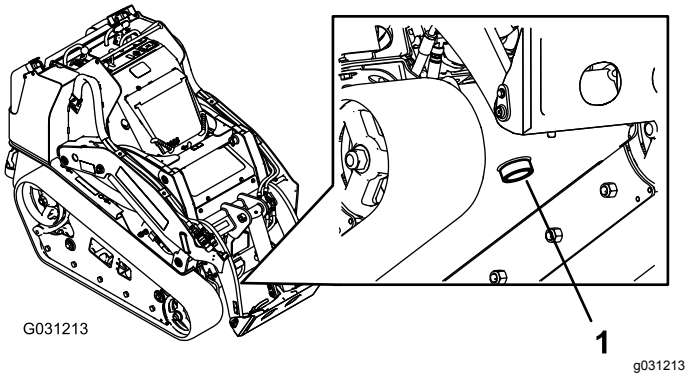

**Rysunek 73**
7. Umieść duży pojemnik o pojemności co najmniej 57 litrów pod korkiem spustowym z przodu maszyny (Rysunek 73).
8. Odkręć korek spustowy i poczekaj, aż olej ścieknie do pojemnika (Rysunek 73).